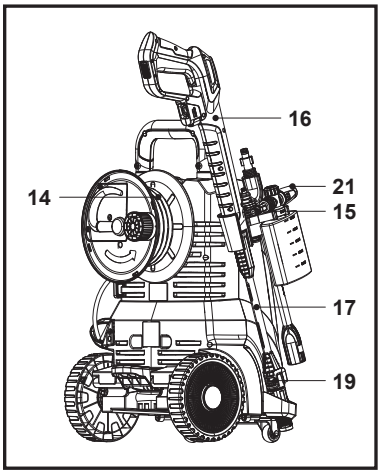

Fig. 26
3. Enrolle la manguera de presión (14) y guarde la pistola pulverizadora (16), la lanza de prolongación (17), la boquilla de la botella de detergente (21) y la boquilla (19/20) (Fig. 26).